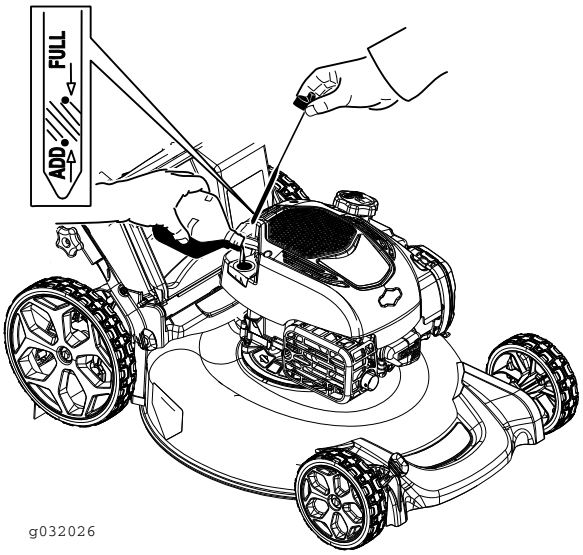

**Figur 12**
2. Ta ut oljestickan (Figur 12).
5. Ta ut oljestickan och läs av oljenivån, se Figur 12.